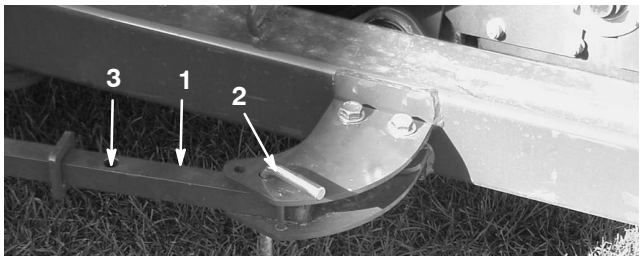
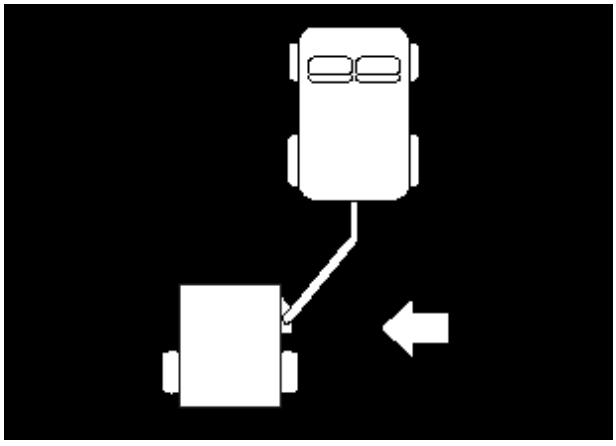

Bild 34
Bild 35
2. Nehmen Sie den Kupplungsstift ab, mit dem der Aktuatorarm an der vorderen Aktuatorlasche befestigt ist (Bild 34).
3. Drücken Sie die Kehrmaschine nach links (Bild 35), bis der Kupplungsstift in das hintere Loch im Aktuatorarm eingesetzt werden kann (Bild 34).
4. Setzen Sie den Kupplungsstift ein, mit dem der Aktuatorarm an der vorderen Aktuatorlasche befestigt ist (Bild 34).